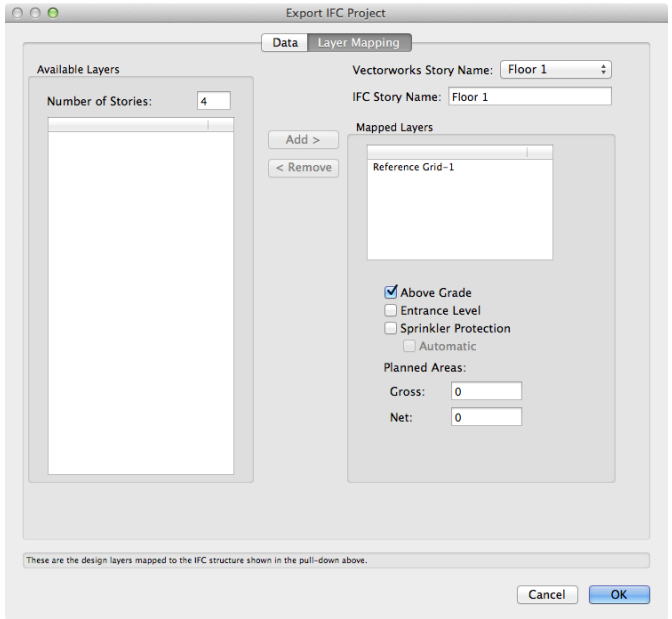

Figure 18 – IFC Project Export window – Layer Mapping tab.
2. Click the "Layer Mapping" tab to specify which layers to export, and the Story Name to assign to them at export (Figure 18). If a site model is set to a "site layer" and has